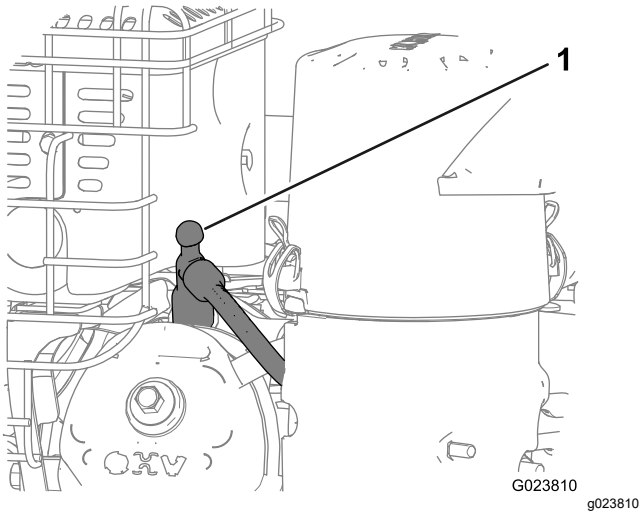

**Figure 22**
3. Débranchez et éloignez le fil de la bougie pour éviter tout risque de démarrage accidentel (Figure 22).